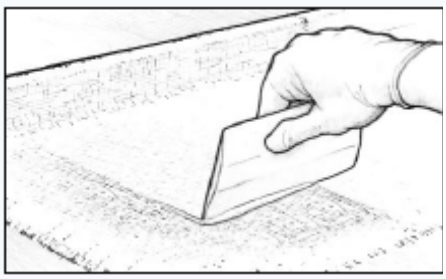

Рис. 24. Уберите избыточное количество эпоксидной смолы до того, как она превратится в гель.
6. Соберите излишки смолы с помощью скребка *(Рисунок 24)*, длинными перемещениями внахлест, с одинаковым усилием. Цель – удалить лишнюю смолу, в которой ткань будет «плавать», но избегать чрезмерных усилий, которые могут привести к сухим точкам на ткани. Излишки смолы выглядят как глянцевые пятна, в то время как правильно пропитанная стеклоткань выглядит равномерно прозрачной с лёгкой текстурой ткани. Последующие слои эпоксидной смолы заполнят волокна стеклоткани.